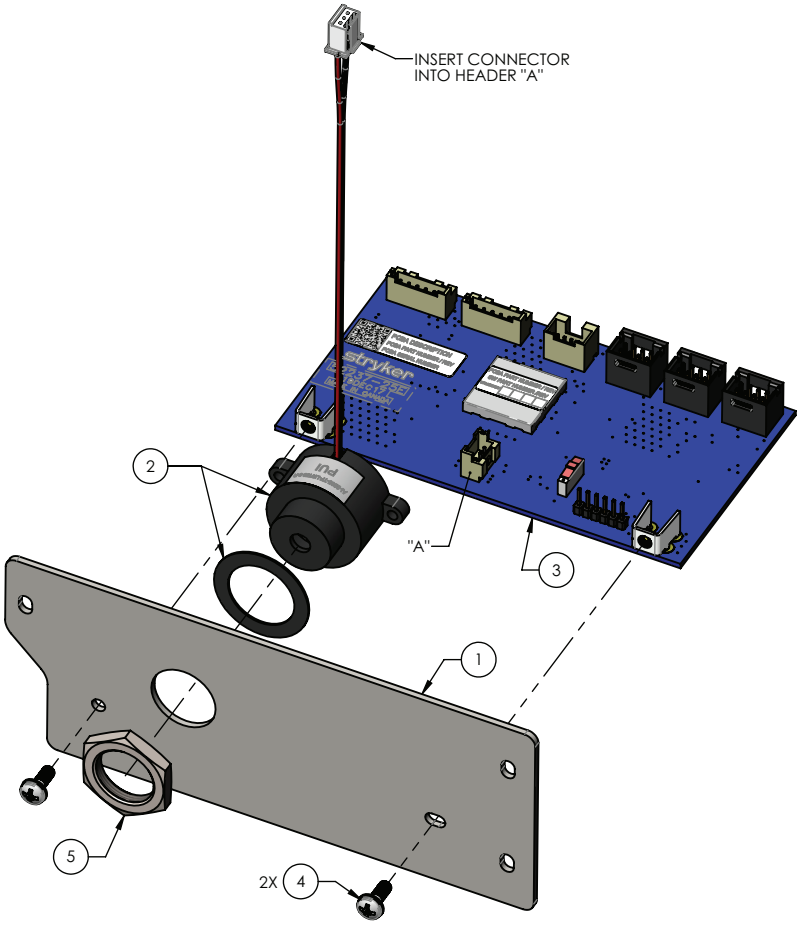

Figure 24 – Remplacement de l’AVB
8. À l'aide d'un tournevis cruciforme n° 2, retirer et conserver la vis (4) et l'écrou (5) qui fixent le haut-parleur (2) à l'ensemble AVB. Retirer et conserver le haut parleur (Figure 24).